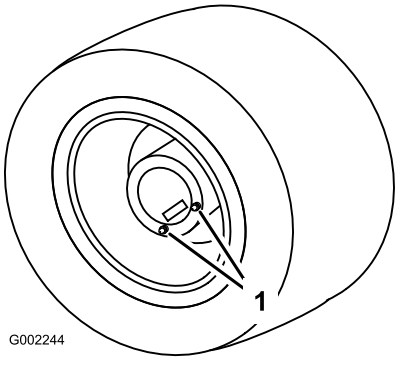

**Рисунок 80**
1. Поставьте опрыскиватель на ровную поверхность так, чтобы задние колеса были установлены в положение для слива (Рисунок 80).
3. Поместите поддон под пробки сливных отверстий и снимите их с колеса (Рисунок 80).